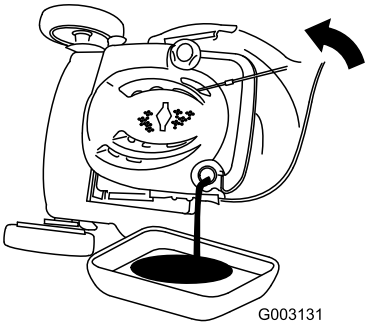

Figur 37
7. Vipp maskinen på siden med oljefyllingsrøret vendt nedover for å tømme brukt olje gjennom oljefyllingsrøret ut i oljetappefatet (Figur 37).